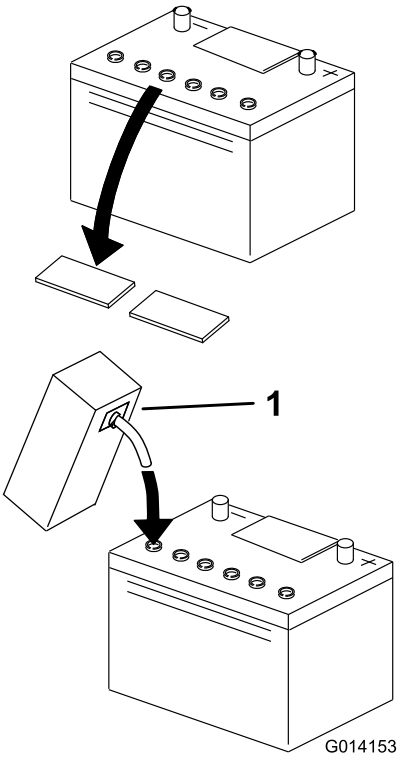

Figuur 4
4. Maak de bovenkant van de accu schoon en verwijder de vuldoppen (Figuur 4).
5. Vul elke cel voorzichtig met accuzuur tot het juiste peil (Figuur 4).
9. Vul indien nodig elke cel tot het juiste peil (Figuur 4).